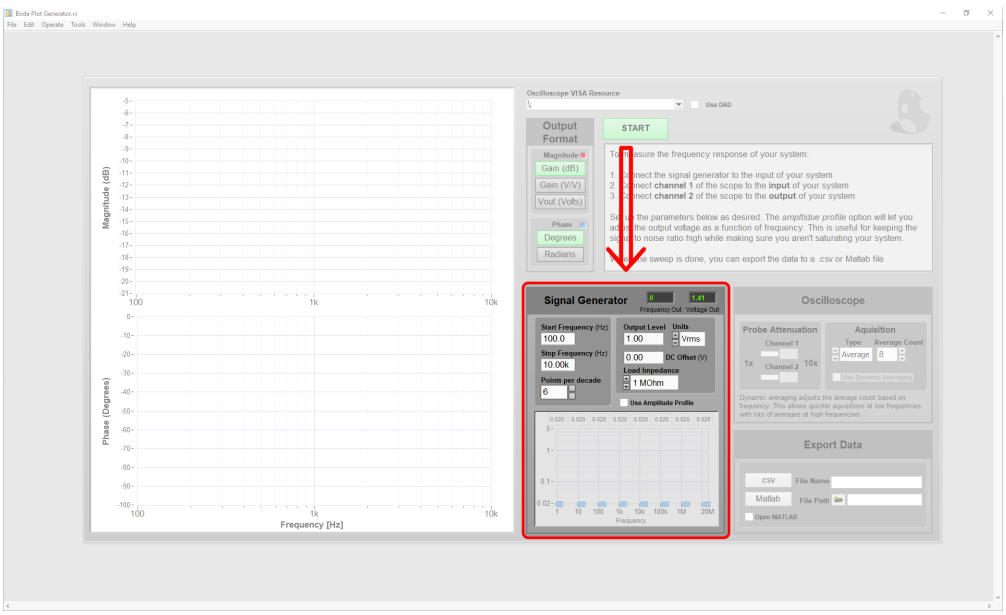

Figure 6: Signal generator parameters
4. Set up the desired wave generator parameters (Figure 6)
5. Set the desired start and stop frequency and points per decade (Figure 6)
3. Set up the signal generator by inputting your voltage, volt units, start frequency, stop frequency, and number of points per decade. (Figure 6)